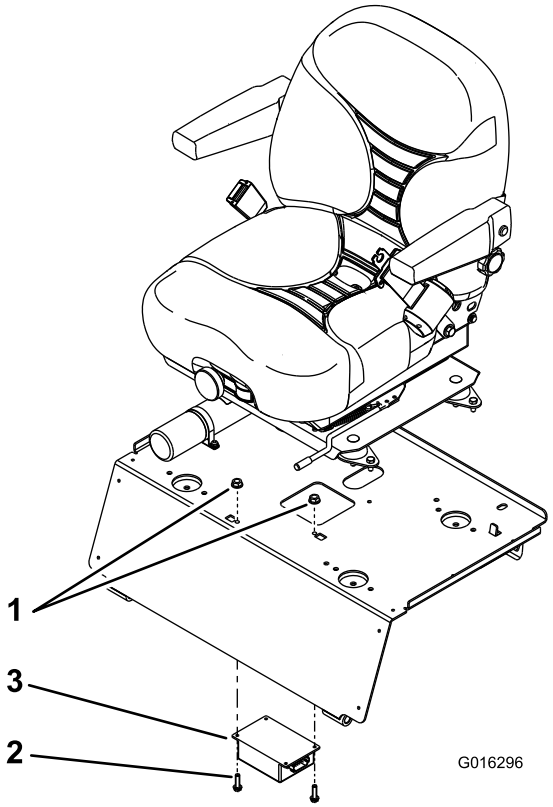

Figure 6
1. Placez la centrale clignotante à double fréquence sous le panneau de siège en l'alignant sur les trous de fixation du panneau (Figure 6).
2. Fixez la centrale clignotante à double fréquence au panneau de siège avec (2) vis à embase 10 x 3/4" (Figure 6).